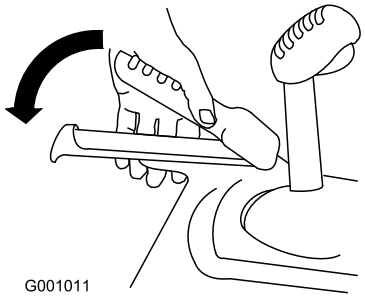

Rysunek 33
1. Aby włączyć napęd trakcyjny, przyciśnij lewą ręką dźwignię (trakcji) do uchwytu (Rysunek 33).